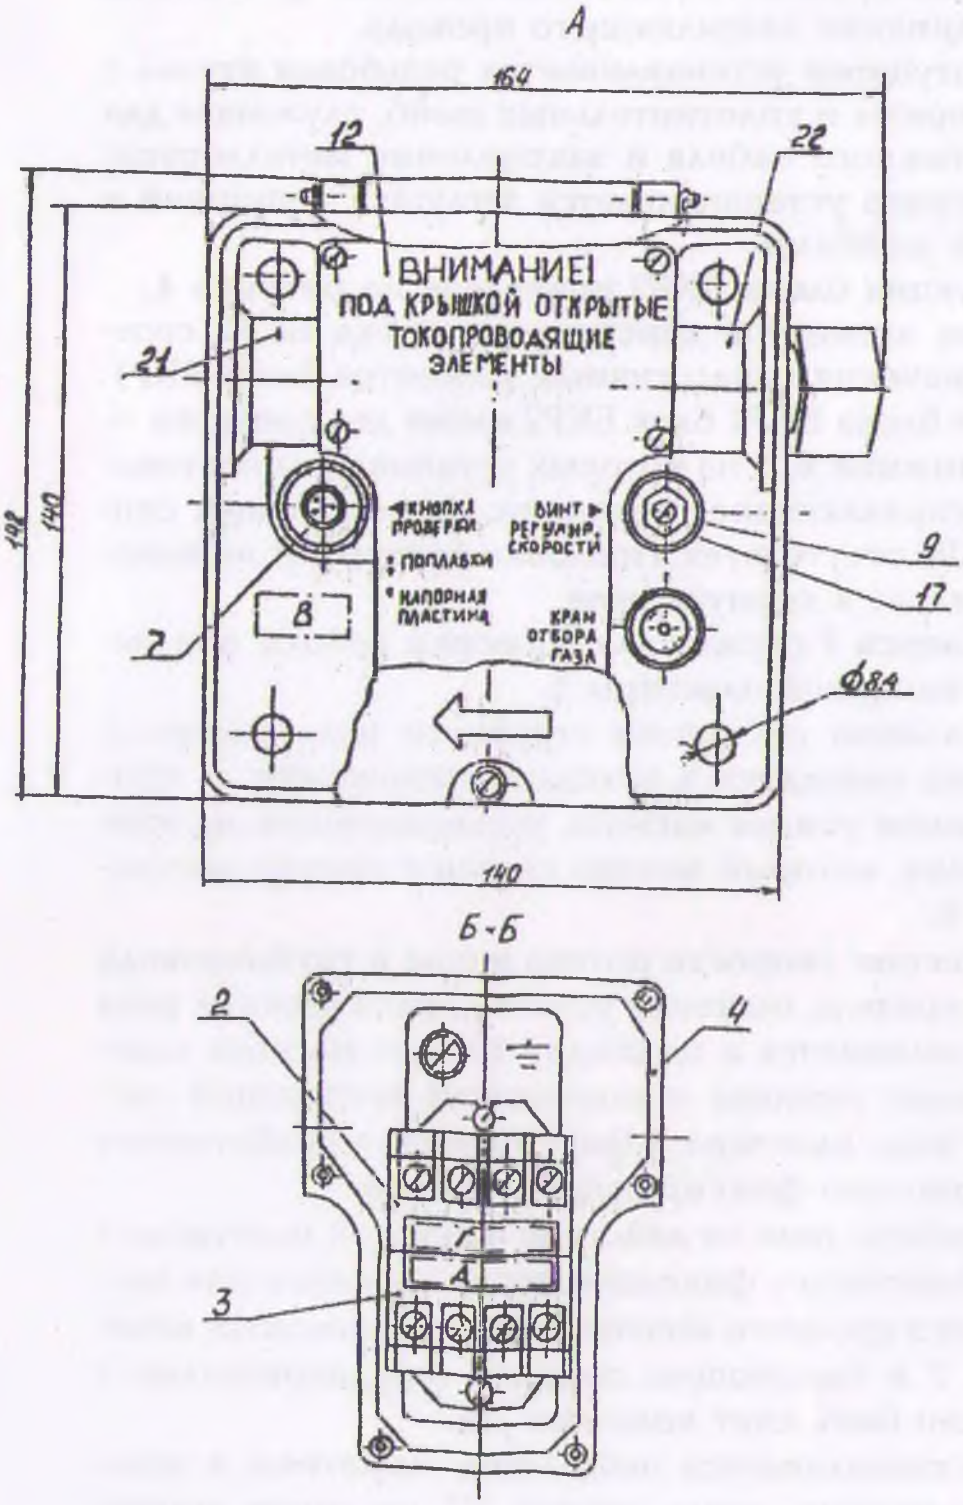

Рисунок 4 – Блок контактный реагирующий БКР2
5.7. Для взятия пробы газа необходимо (см. рисунок 4):